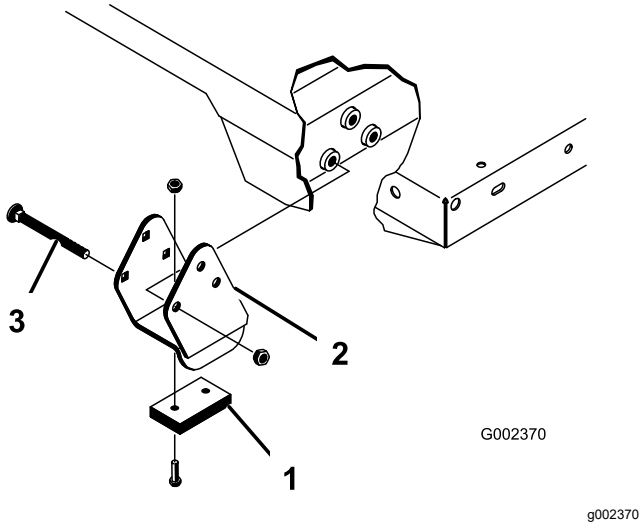

Figur 25
Sørg for, at afstandsbøsningens beslag og slidblokkene (Figur 25) er monteret med bræddeboltenes hoveder placeret inden i maskinen.
2. Anbring forsigtigt ladet på maskinstellet, anbring hullerne i ladets bageste drejeplade på linje med hullerne i den bageste stelkanal, og monter de 2 gaffelbolte og ringstifter (Figur 25).
4. Sæt gaffelbolten på fra ladets yderside med ringstiften rettet udad (Figur 25).